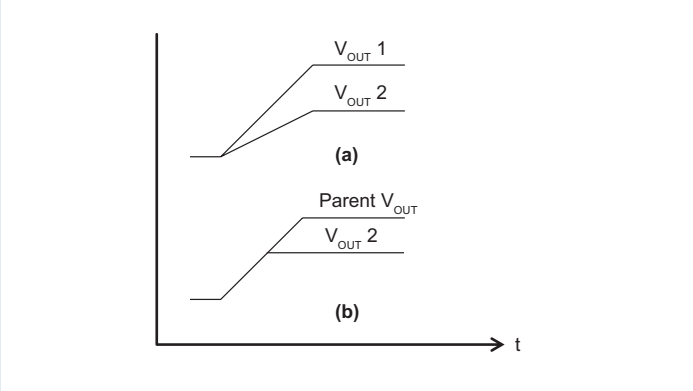

Figure 28 *— PI33xx-x1 tracking methods*
There is typically either proportional or direct tracking implemented within a design. For proportional tracking between several regulators at start up, simply connect all devices' TRK pins together. This type of tracking will force all connected regulators to start up and reach regulation at the same time (see Figure 28(a)).
All connected regulators' soft-start slopes will track with this method. Direct tracking timing is demonstrated in Figure 28(b). All tracking regulators should have their Enable (EN) pins connected together to work properly.